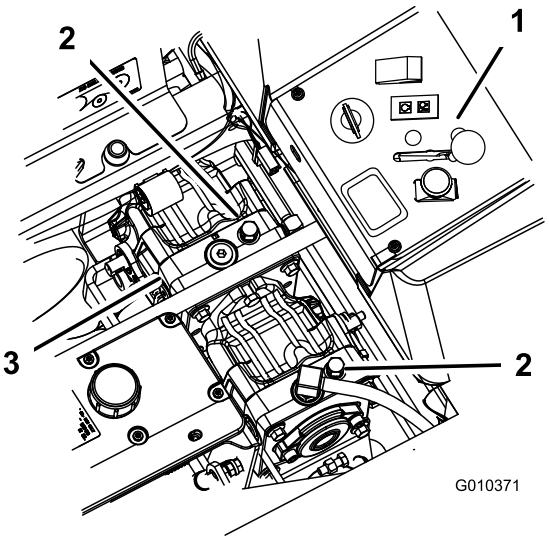

Figur 31
2. Drei omløpsventilene mot urviseren én omdreining. Dette gjør at hydraulikkvæsken kan gå utenom pumpen, og at hjulene kan rulle (Figur 31).
Drei omløpsventilene med klokken én gang for å bruke maskinen (Figur 31).